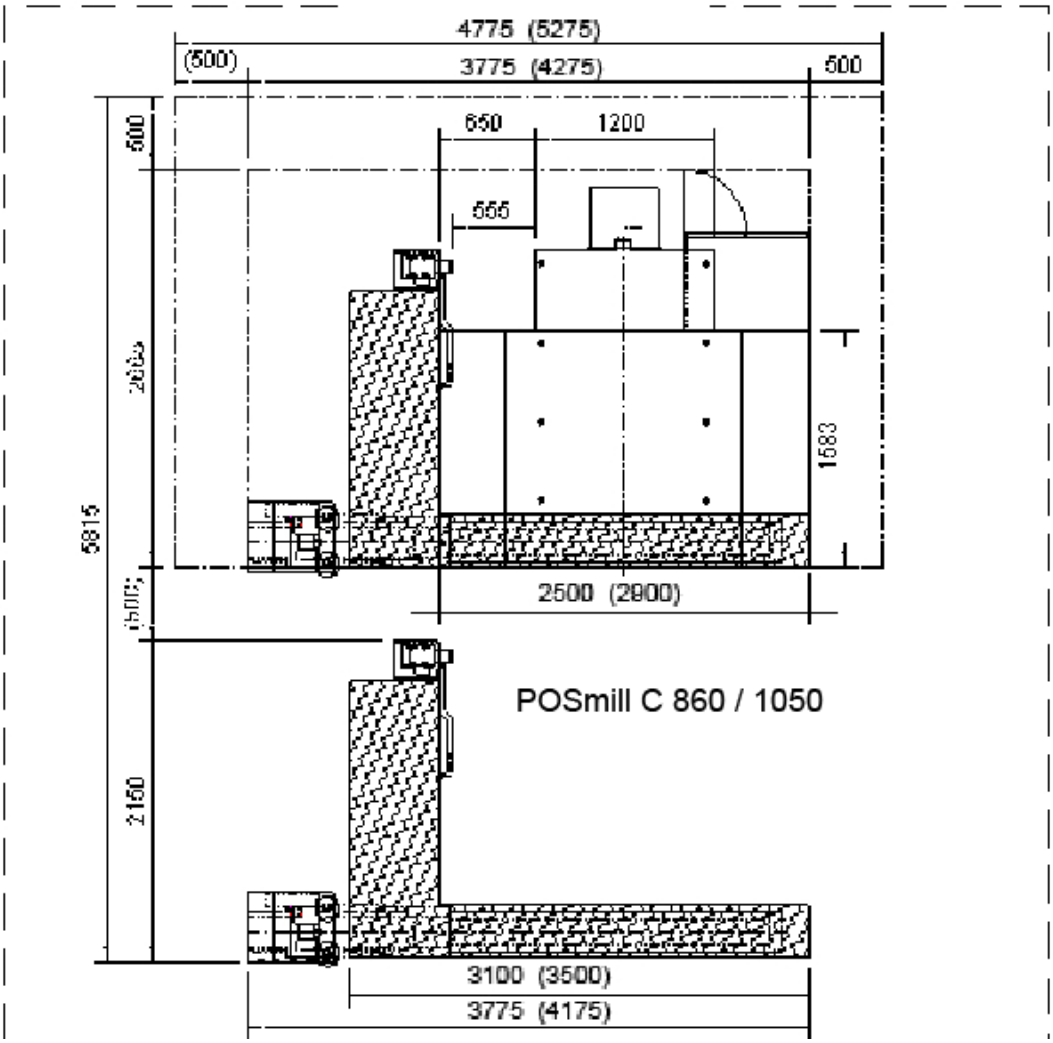

Abb. 3.5.1 Aufstellbereich
- Für einen sicheren und effizienten Betrieb der Maschine ist nach der Installation ein freizuhaltender Raum für Bearbeitung und Wartung notwendig, siehe Abb. 3.5.1.